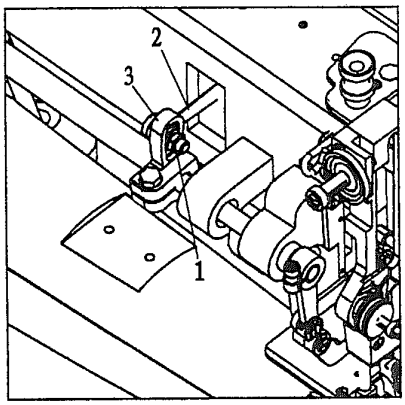

Fig.7
11、ADJUSTMENT OF WALKING FOOT AND PRESSER FOOT (Fig.7)